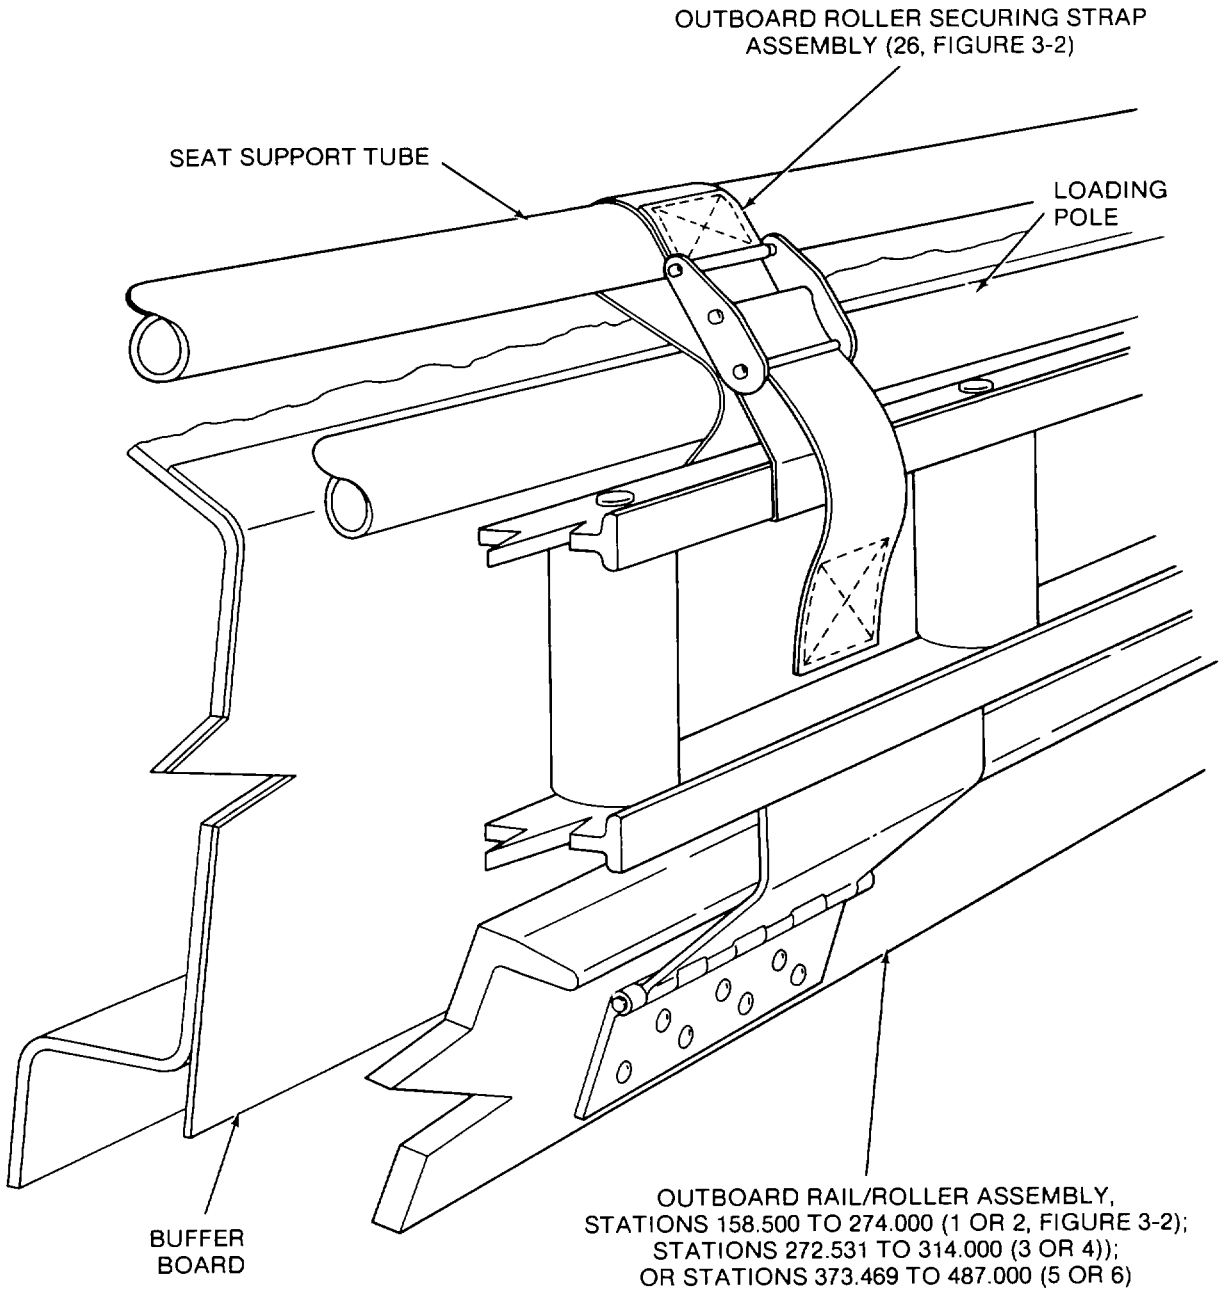

**Figure 2-35. Seat Support Tube Outboard Rail/Roller Assembly Aircraft Loading Pole Stowage**
b. Secure loading pole, using outboard rail/roller assemblies, stations 158.500 to 274.000 (1 and 2, Figure 3-2), stations 272.531 to 374.000 (3 and 4), and stations 373.469 to 487.000 (5 and 6). Strap between seat support tube and top of buffer board (Figure 2-35). Locate between station 300.000 and station 400.000 on right-hand side of aircraft.